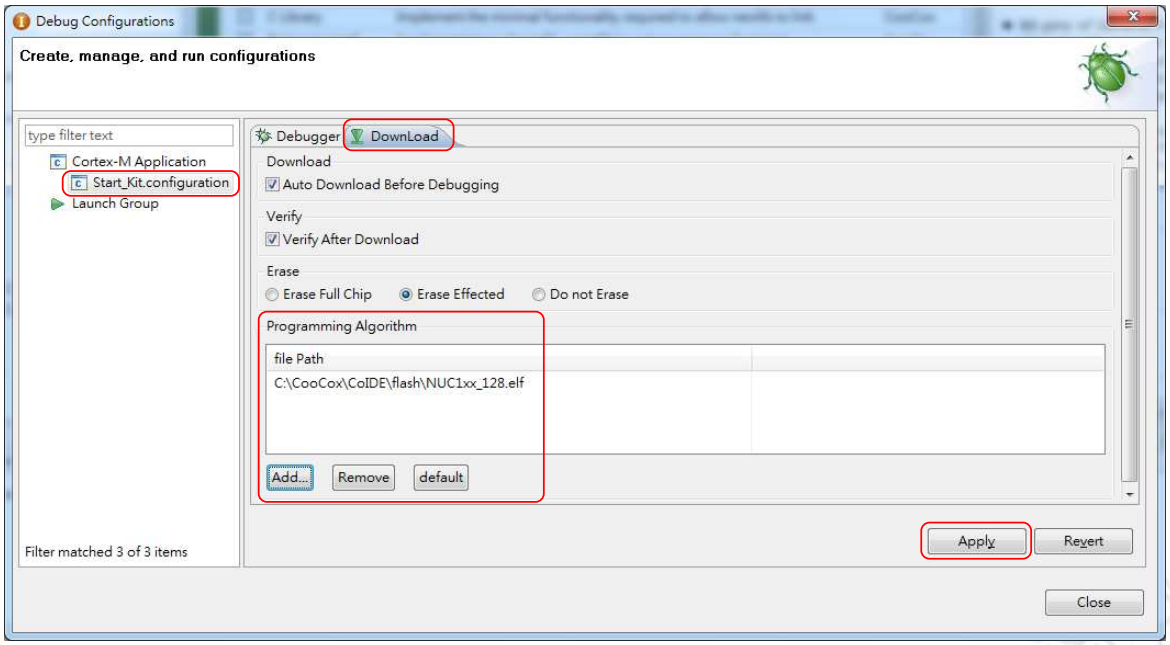

Figure 4-21 CooCox CoIDE Programming Settings
Step 4: In the **Download** tab of the *Debug Configurations* form (through invoking **Debug** → **Debug Configurations)**, select the **Auto Download Before Debugging** or **Verify After Download** option to proceed with a specific programming, and set the Programming Algorithm path as "*C:\CooCox\CoIDE\flash\NUC1xx_128.elf*", as shown in Figure 4-21.
Step 6: At last, click **Apply** to save the settings, as shown in Figure 4-21.